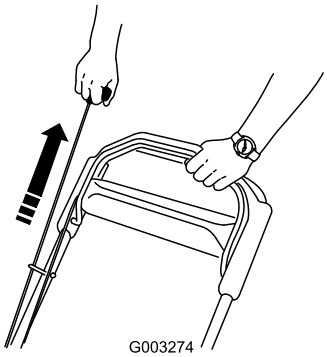

**Figura 14**
2. Tirate l'avviatore autoavvolgente (Figura 14)